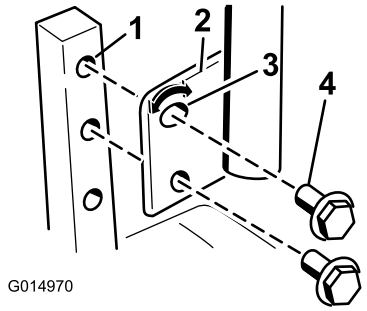

Figur 24
1. Fjern de to bolte, der fastholder håndtaget til styrearmsakslen (Figur 24).
2. Flyt håndtaget til det næste sæt huller. Fastgør håndtaget med de to bolte (Figur 24).
2. Løsn den nederste bolt lige nok til, at håndtaget kan drejes foran eller bagtil (Figur 24). Stram begge bolte for at fastholde håndtaget i den nye position.